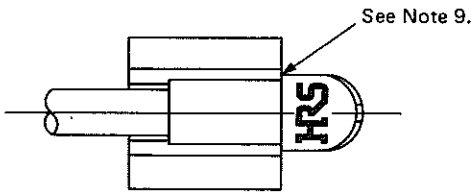

Fig. 6
(1) Insert the mating section of the connector into the hole of the crimp connection jig, as shown in Figure 6.